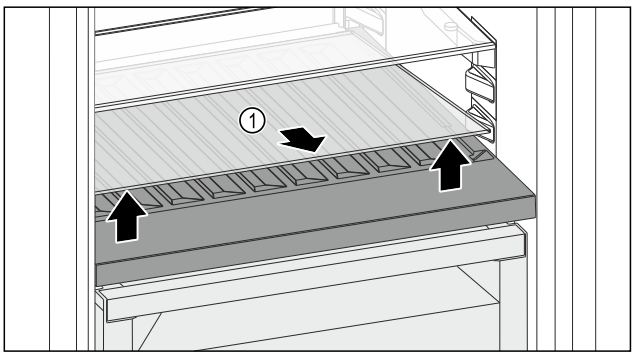

Fig. 186
▶ Paceliet stikla plaukta *Fig. 186 (1)* priekšpusi aiz padziļinājuma un izņemiet ārā.
▶ Droši uzglabājiet stikla plauktu *Fig. 186 (1)* ārpus ierīces.